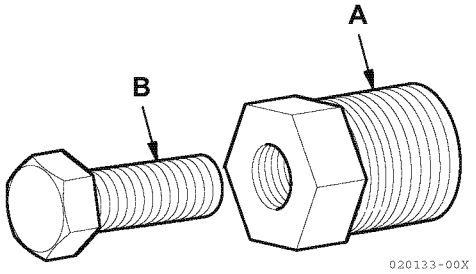

Figur 9
2. Sätt i utdragaren (A, **Figur 9**) i impellern.
3. Vrid insatsbulten (B, **Figur 9**) medsols för att ta bort impellern från pumphuset.